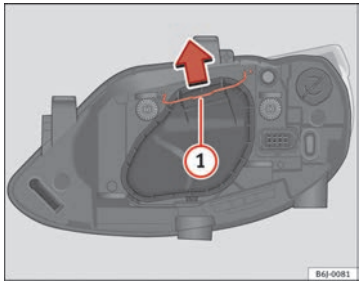

Fig. 155 Dipped beam/main beam, single headlight
– Move the loop ⇒ fig. 155 ① in the direction of the arrow and remove the cover.
– Move the loop (1) ⇒ fig. 155 in the direction of the arrow and remove the cover.